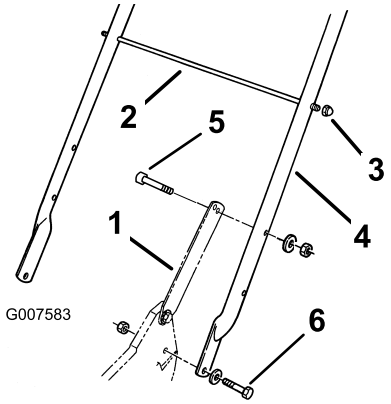

Figure 3
1. Mount the handle to the outside of the lawn mower housing (using the bottom hole) with 2 bolts (5/16 x 1-1/4 inches), washers, and thin locknuts (5/16 inch) (Figure 3).
2. Secure the handle latches to the handle with 2 bolts (5/16 x 1-1/2 inches), washers, and locknuts (5/16 inch) (Figure 3).
3. Slide the bag support rod through the second from the top mounting holes in the handle and secure each end with a cap locknut (Figure 3).